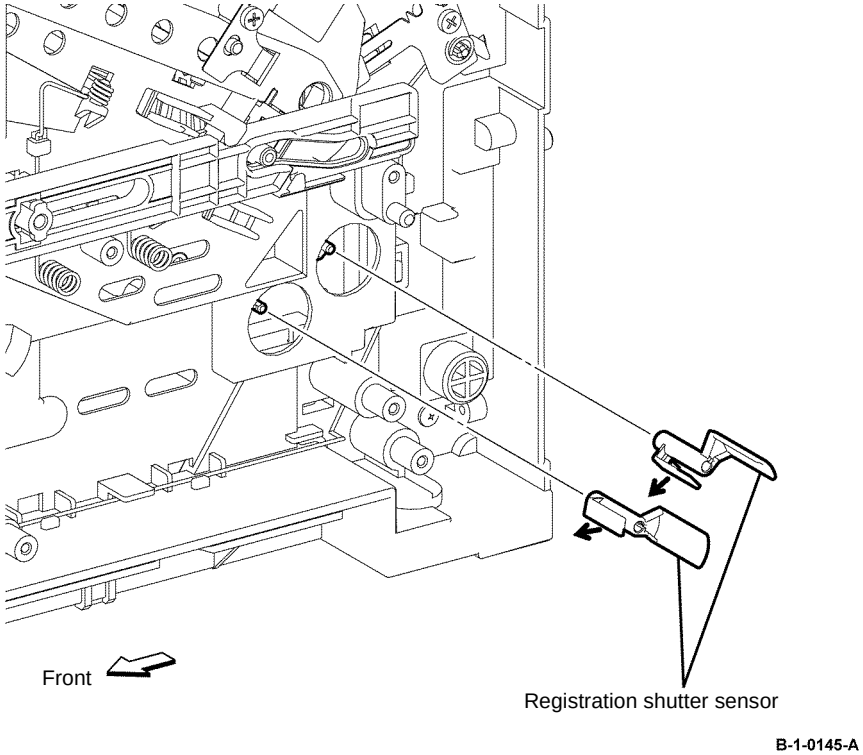

Figure 4 Registration shutter sensor removal
21. Release the hook, then remove the registration shutter sensor, Figure 4.